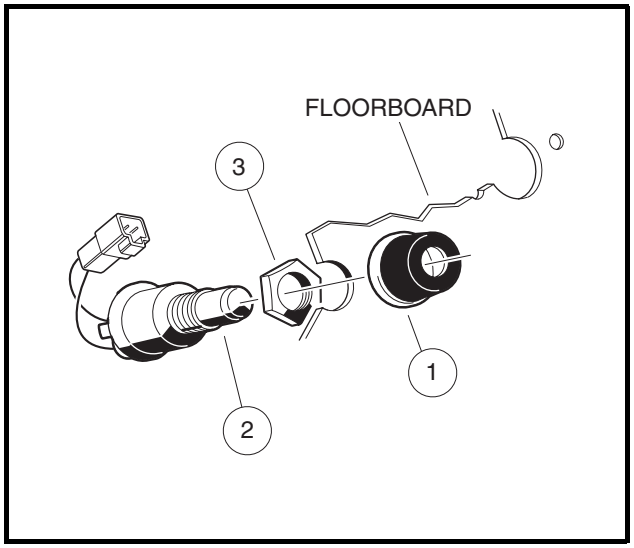

Figure 12-43 Horn Switch Assembly
2. Unscrew the rubber cap (1) from the horn switch (2) **(Figure 12-43, Page 12-37)**.
1. Install the jam nut (3) until it makes contact with the body of the horn switch.
2. Insert the horn switch into the hole from beneath the floorboard. Screw the rubber cap onto the switch from above the floorboard until the push-button tip of the switch extends through the hole in the rubber cap. Tighten the jam nut to 22 in-lb (2.5 N·m) **(Figure 12-43, Page 12-37)**.